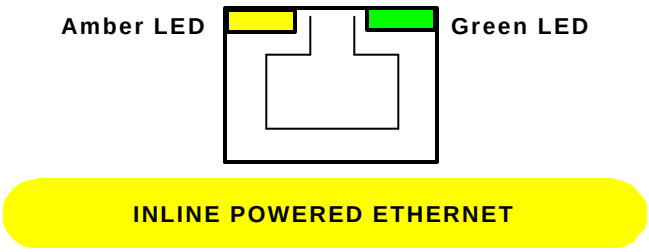

Figure 3-14 Wireless Bridge Rear Panel
b. There are two LEDs built in to the top of the Ethernet port on the radio. Figure 3-14.
(1) Look in from the front or back of the CBM. The lights are on the top of the port on the radio where the white Ethernet cable is connected.